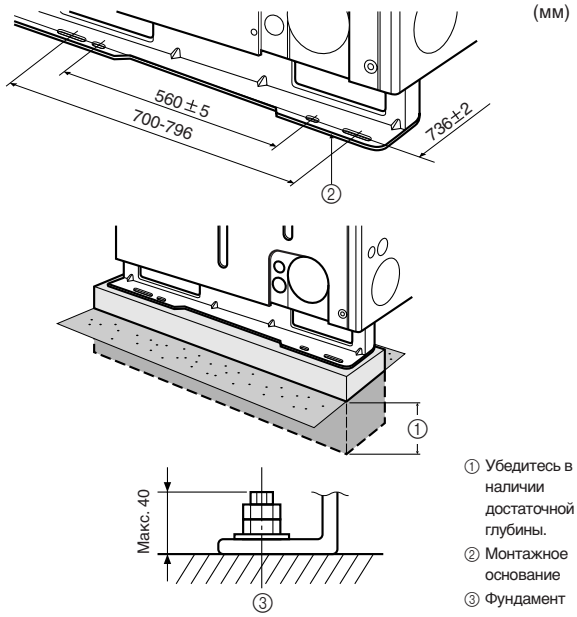

Fig. 4-2
4.2. Требования по установке приборов (Fig. 4-2)